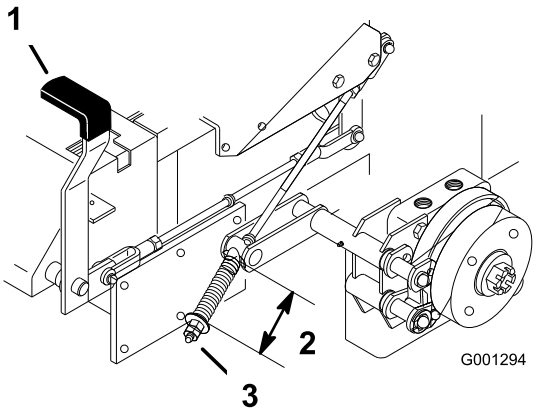

Figur 49
2. Mål fjederens længde. Der skal være 64 mm mellem skiverne (Figur 49).
3. Hvis justering er nødvendig, skal parkeringsbremsen deaktiveret, kontramøtrikken under fjederen løsnes, og møtrikken lige under fjederen spændes (Figur 49). Drej møtrikken, indtil det rigtige mål er nået. Drej møtrikken med uret for at afkorte fjederlængden, og drej mod uret for at øge fjederlængden.